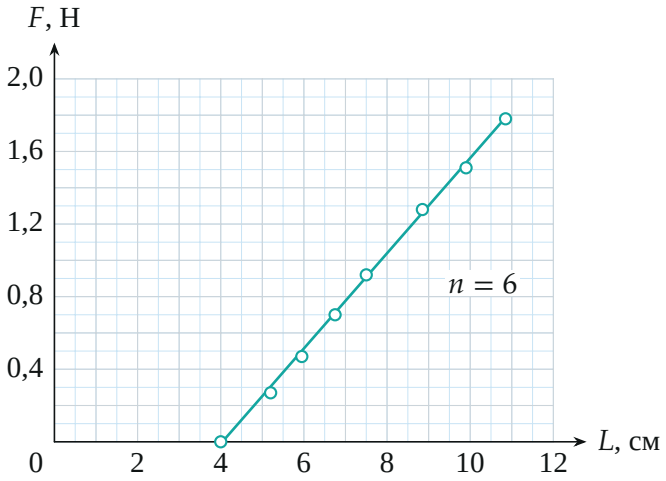

Рис. 2. Зависимость силы натяжения от длины видимой части пружины при $n = 6$ (точки организаторов). Точки на прямой — закон Гука выполняется.
3. Закон Гука и жёсткость при данном n. При фиксированном n снимаем зависимость длины L видимой части от F. Для $n = 6$ организаторы получили точки рис. 2. Они ложатся на прямую $F = k_6\,(L - L_н)$, где $L_н \approx 4{,}0$ см — длина ненагруженной видимой части: *закон Гука выполняется* при всех силах до $m_0 g \approx 1{,}8$ Н. Наклон прямой — жёсткость: методом наименьших квадратов по точкам графика $k_6 \approx 26$ Н/м,